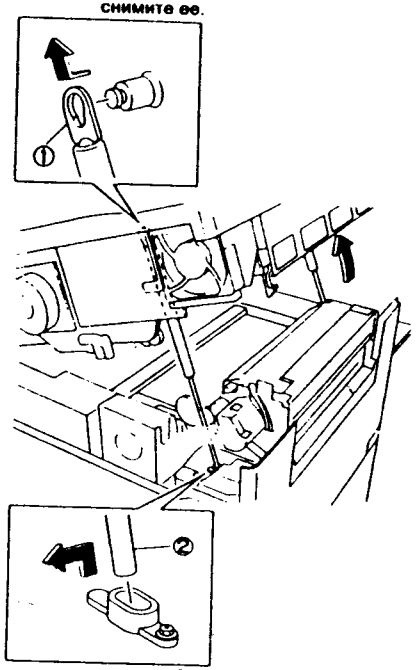

Рис. 2 NZM-0150
6. (Рис. 2): Снимите заднюю пневматическую пружину.
①. Придерживая верхнюю часть процессора аппарата снимите верхнюю часть пружины.
②. Выньте нижний конец пневматической пружины из гнезда и снимите ее.